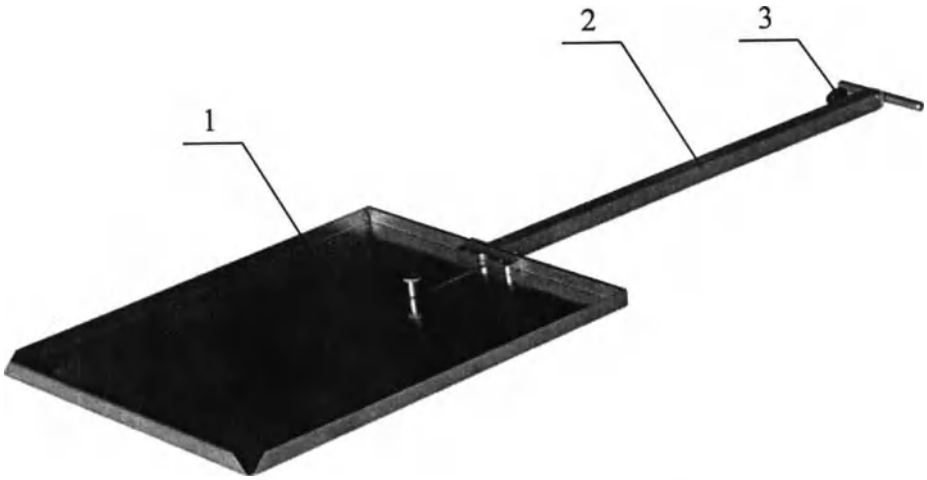

Рисунок 6 – Держатель рентгеновской кассеты.
6. Держатель рентгеновской кассеты. Рисунок 6. Металлическая лопатка с фиксатором и длинной складной ручкой для введения (установки) R-кассеты под рентгенопрозрачной столешницей стола в продольном направлении.